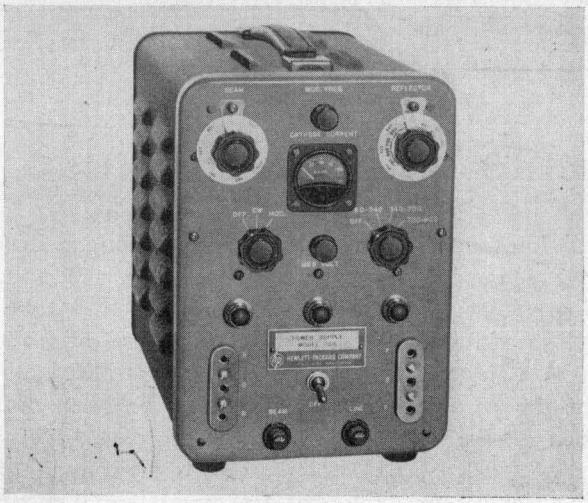

Figure 1. *-hp- Model 715A Power Supply designed for supplying low-power klystrons.*
AS MORE and more types of low-power klystrons have become available, need has grown for a small, bench-type power supply to operate these klystrons. The new -hp- Model 715A Power Supply shown in Figure 1 has been designed specifically for this purpose. The new unit provides—
(1) a regulated beam supply adjustable by a calibrated panel control from —250 to —400 volts d-c at currents up to 50 milliamperes. Beam current is monitored by the panel meter visible in Figure 1.
(2) a regulated reflector supply adjustable by calibrated panel controls from —10 to —900 volts d-c.
(3) square-wave modulation on the reflector supply at a nominal repetition frequency of 1000 cps.* Square-wave amplitude can be adjusted up to a maximum of 120 volts peak-to-peak.
(4) a 6.3-volt a-c filament supply.